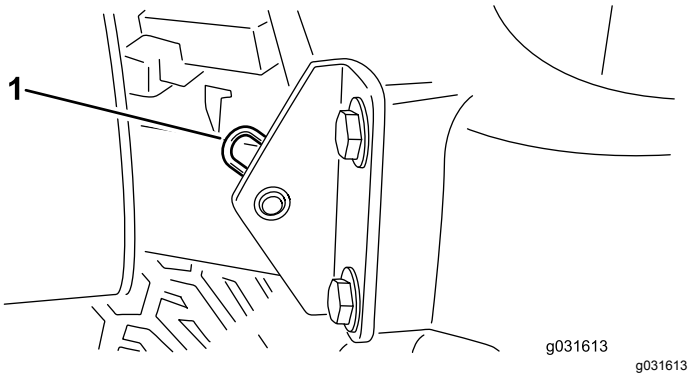

Figur 42
2. Fjern låseclipsen, der fastgør motorhjelmens drejetap til monteringskonsollerne (Figur 42).